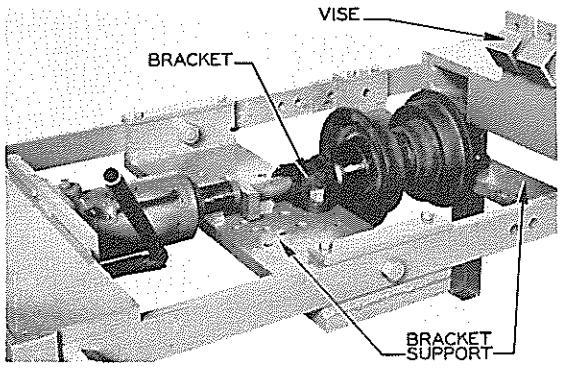

FIG. 5
2. Place assembly in press Fig. 5 and bolt brackets to bracket support plates with bolts shown in following chart (A). Use holes in support plates which fit the particular assembly being serviced. In some cases support plates will have to be reversed.